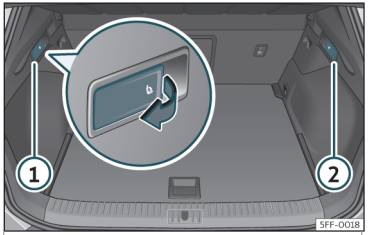

Fig. 103 En el maletero: palancas para desbloqueo del respaldo trasero.
- Tire de la palanca de desbloqueo a distancia de la parte izquierda››› **fig. 103** ① o derecha ② del respaldo en el sentido de la flecha. La parte desbloqueada del respaldo trasero se abate automáticamente hacia delante.